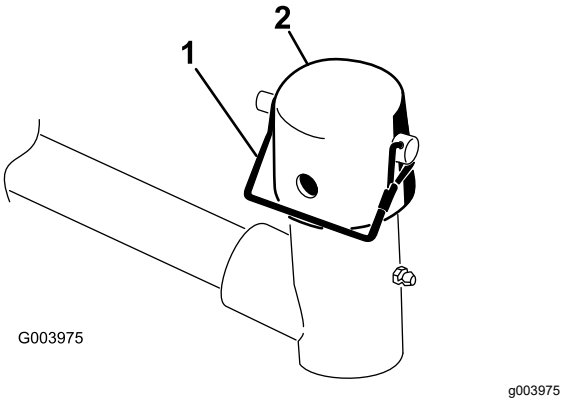

Figur 6
7. Fjern låsestiften og hetten fra løftearmens dreiegaffel (Figur 6).
Merk: Bruk åpningen hvis en klippeenhet med styring er ønsket eller bruk hullet hvis klippeenheten skal være i låst posisjon (Figur 6).